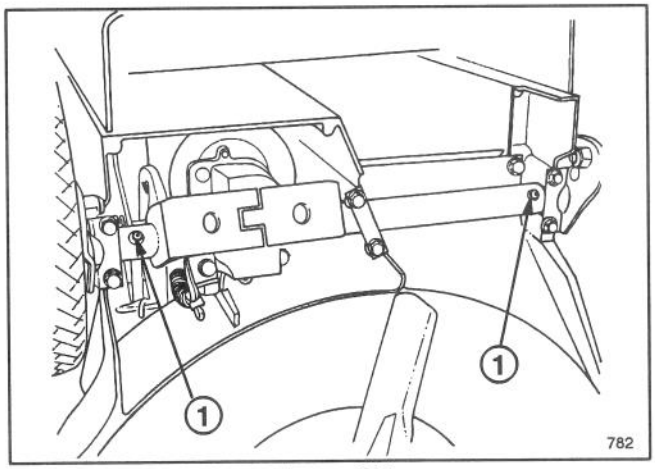

Figure 25
3. Set mower to highest height–of–cut setting (E).
4. Tip mower on its left side. Wipe grease fittings with clean rag (Fig. 25). Install grease gun onto fitting and gently apply two or three pumps of #2 Multi–Purpose Lithium Base Grease.